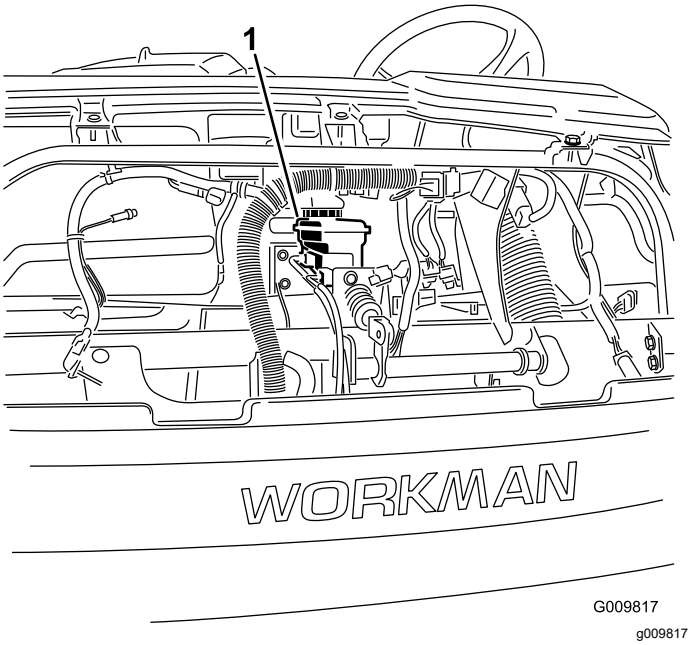

Figuur 56
4. Open de motorkap om toegang te krijgen tot de hoofdremcilinder en het reservoir (Figuur 56).